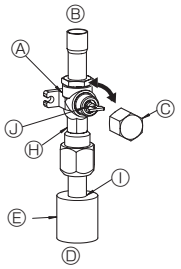
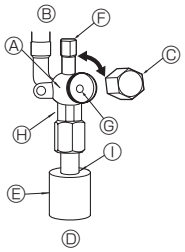

Fig. 4-5
Fig. 4-6
(1) Côté gaz (Fig. 4-5)
① Enlever le capuchon, ramener la poignée vers soi et la tourner d'un quart de tour en sens inverse des aiguilles d'une montre pour ouvrir la vanne.
② Vérifier que la vanne d'arrêt est complètement ouverte, appuyer sur la poignée et tourner le capuchon pour le ramener sur sa position d'origine.
(2) Côté liquide (Fig. 4-6)
① Retirez le bouchon, et tournez la tige de soupape à fond dans le sens antihoraire avec une clé hexagonale de 4 mm. Arrêtez de tourner quand elle frappe la retenue. (ø6,35, 1/4 inch: env. 4,5 tours) (ø9,52, 3/8 inch: env. 10 tours)